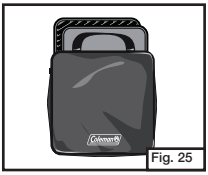

Fig. 25
- If equipped with grill and griddle accessories, allow to cool and store in the included carry bag. (Fig. 25)